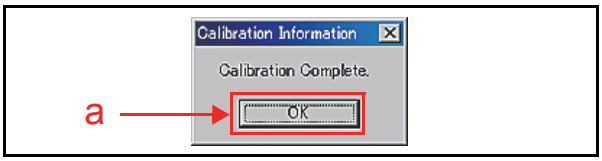

Figure 6-50 Calibration Complete Screen
20. When the Calibration Value writing EEPROM writing is complete, the "**Calibration Information**" Screen shown in Figure 6-50 will re-appear.
21. Mouse-click on the "OK" Screen Button (See Figure 6-50 a).